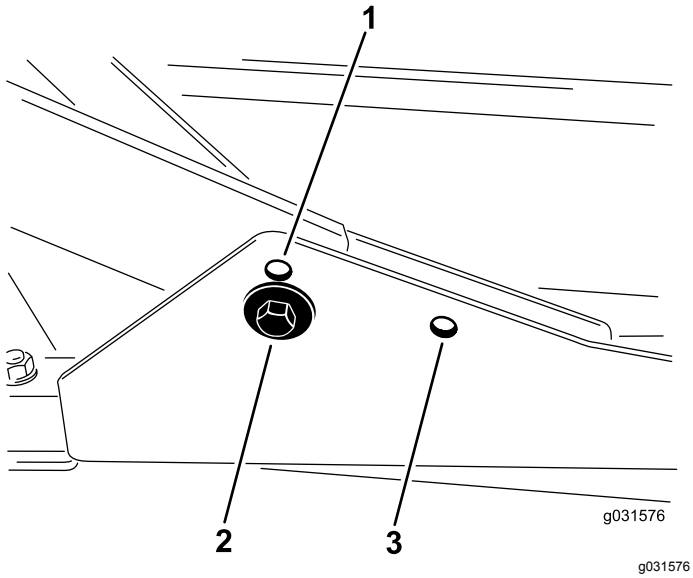

图 15
1. 如果剪草高度介于 27.6cm 之间请将前承载架安装在下方的前安装孔内图 15。
2. 如果剪草高度介于 6.310cm 之间请将前承载架安装在上方的前安装孔内图 15。
对于所有剪草高度后剪草刀盘都应安装在后安装孔内图 15。